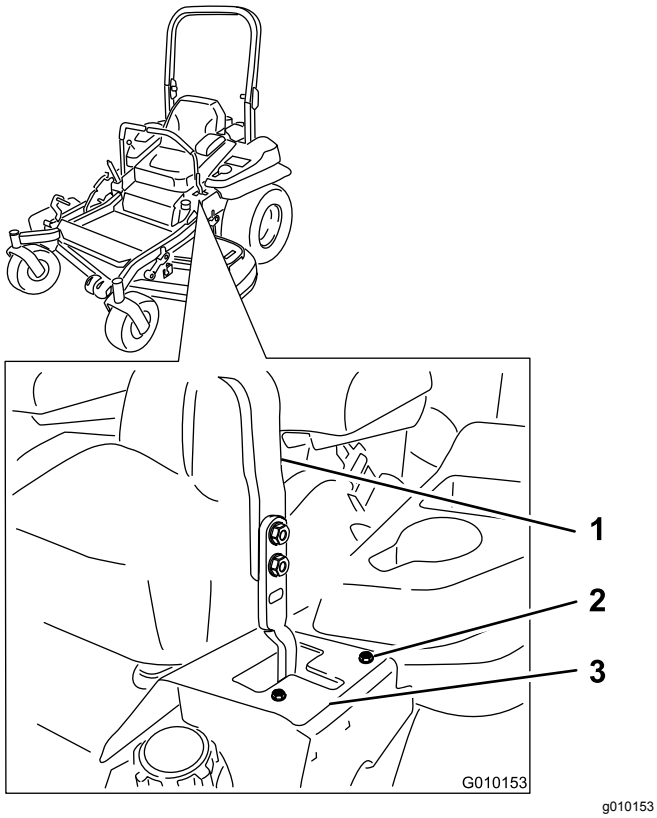

Figur 55
6. Hvis maskinen trekker til høyre, må du løsne boltene og justere den venstre stopplaten bakover på det venstre T-sporet til maskinen går rett fremover (Figur 55).
7. Hvis maskinen trekker til venstre, må du løsne boltene og justere den høyre stopplaten bakover på det høyre T-sporet til maskinen går rett fremover (Figur 55).
8. Stram til stopplaten (Figur 55).